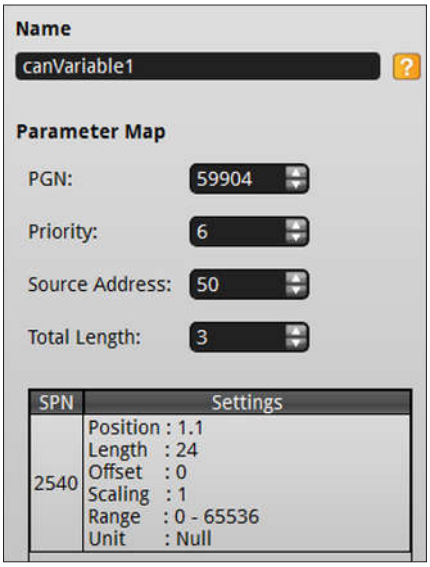

Figure 42. CanVariable1 Properties.
3. Add a "request PGN" to the project. Modify it to request PGN 65212 with SA=50 as seen in Figures 42 and 43.